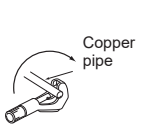

Fig. 1
- The drain hose should point downward for easy drain flow. (Fig. 1)
1) Cut the copper pipe correctly with pipe cutter. (Fig. 1, 2)